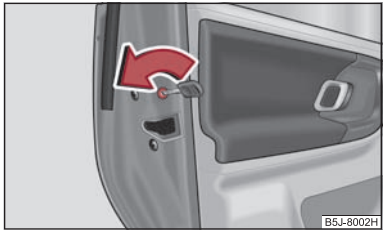

Fig. 24 Child safety locks on the rear doors
– Use the vehicle key to turn the slit in the rear door to the left in the direction of the arrow ⇒ fig. 24.